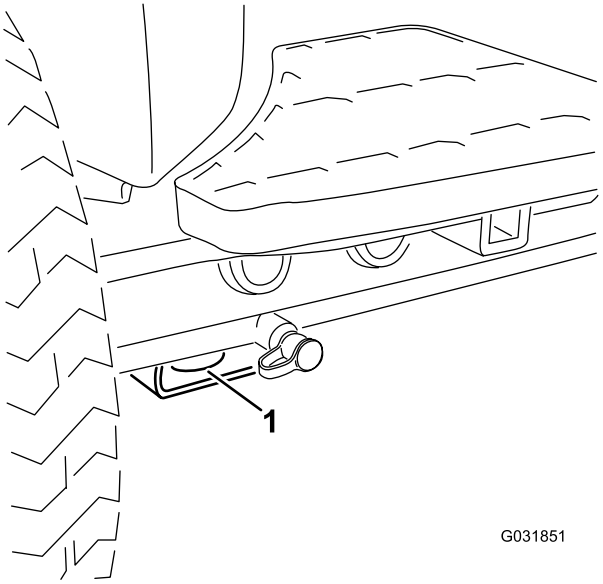

Figur 41
- For – hullet i den rektangulære plade, under akselrøret, indvendigt i forhold til hvert fordæk (Figur 41).